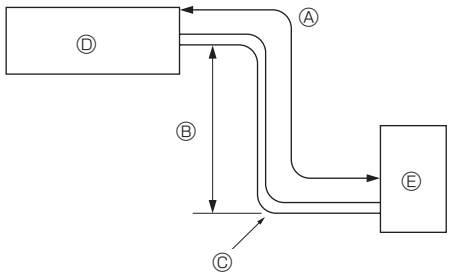

Fig. 2-1
2.1. Refrigerant pipe (Fig. 2-1)